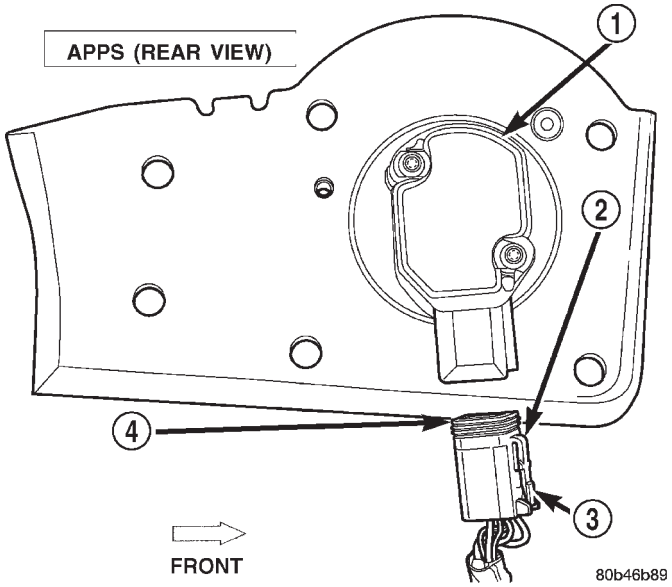

Fig. 50 Rear View of APPS
(6) Remove electrical connector from APPS by pushing connector tab rearward while pulling down on connector (Fig. 50).